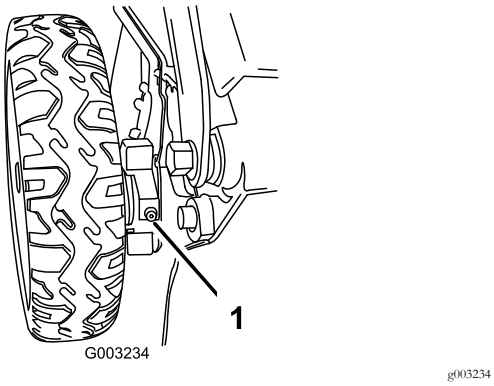

Figure 44
1. Essuyez les graisseurs situés juste à l'intérieur des roues arrière avec un chiffon propre (Figure 44).